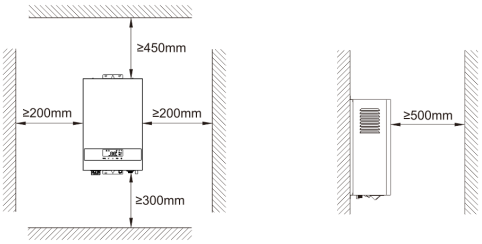

Рис. 8. Минимальные расстояния от электрического котла до поверхностей.
7.4.2 Установка прибора на стену (Рис. 8)